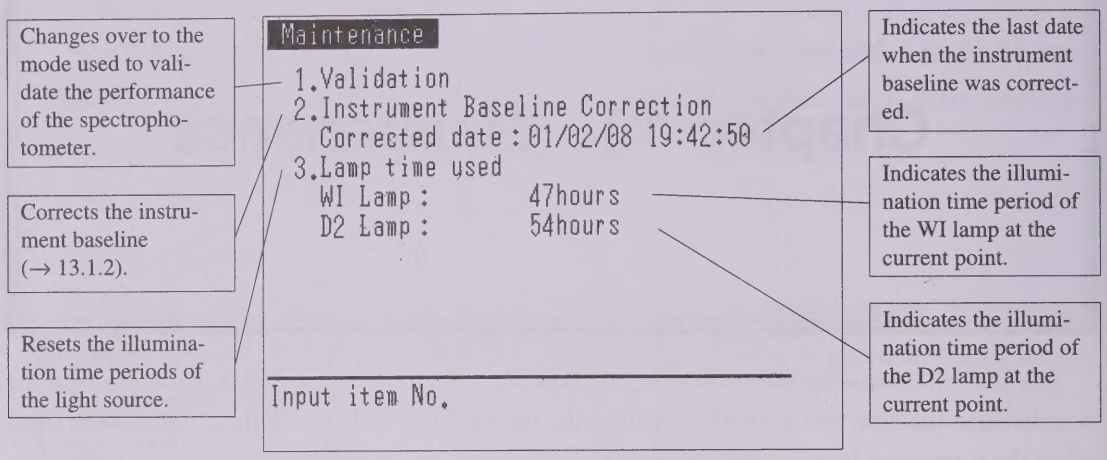

Fig. 13.1.1 Maintenance screen
Select <2. Instrument Baseline Correction> on the Maintenance screen (Fig. 13.1.1) (by pressing the ② key). The instrument baseline correction will be started. It will take approximately 15 minutes to complete the correction. To abort the correction, press the (START/STOP) key. In this case, "Not corrected" will be displayed in the Corrected date field of the Maintenance screen (Fig. 13.1.1).
To reset the illumination time record of the WI lamp, press the ① key. To reset that of the D_2 lamp, press the ② key. Then press the (ENTER) key. The illumination time record of the selected lamp will be reset and "0 hour" will be displayed on the Maintenance screen (Fig. 13.1.1). The illumination time period will restart now.